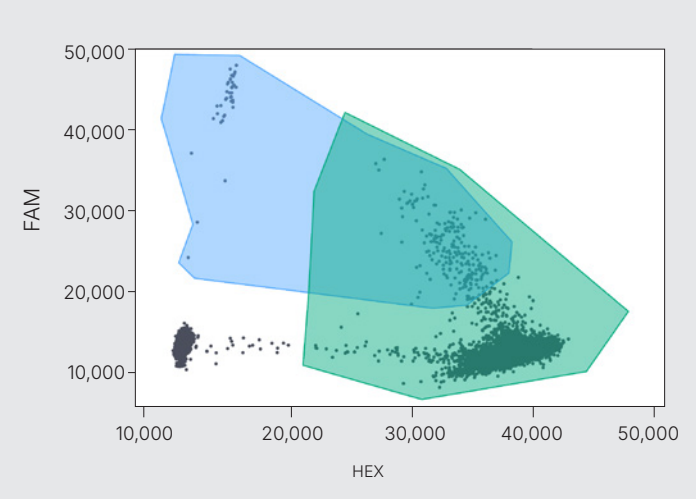

Fig. 1. Example 2D plot. Mutation-positive control with a wild-type DNA background of 132 ng.
6. Repeat steps 4–5 to draw another polygon threshold around the remaining positive cluster. See Figure 1 for an example FAM/HEX 2D dot plot. The Cy5 (red) channel is not used but will show background fluorescence.